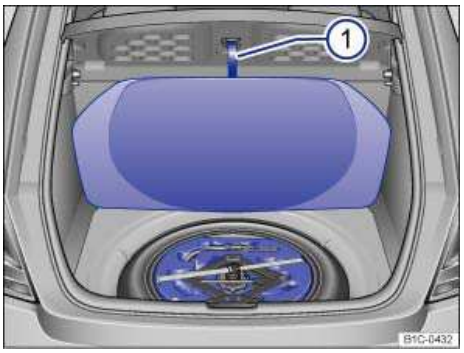

Fig. 158 In the luggage compartment: Floor covering raised and 1 secured.
- Lift the floor panel by the handle and hang it on the hook beneath the luggage compartment cover ⇒ fig. 158 (1).